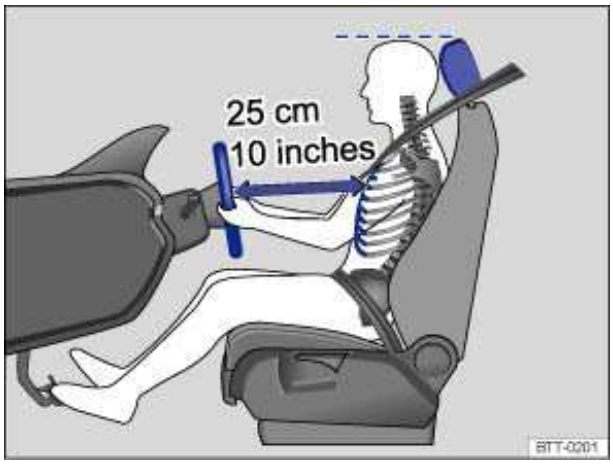
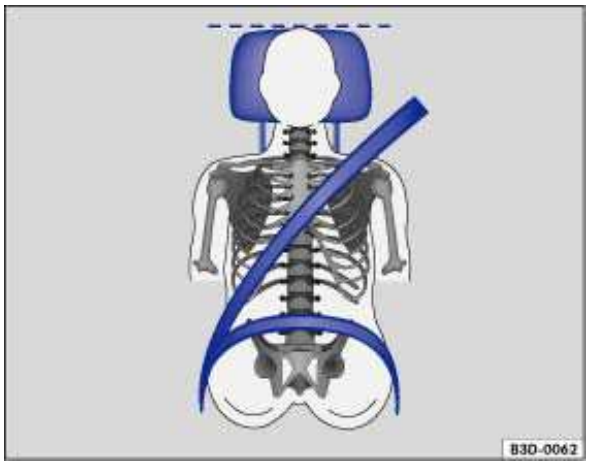

Fig. 36 The driver should never sit closer than 10 inches (25 cm) of the steering wheel.
Fig. 37 Proper safety belt positioning and head restraint adjustment.
Position the back of your head as close as possible to the head restraint ⇒ fig. 36 and ⇒ fig. 37.
- Adjust the steering wheel so that there are at least 10 inches (25 cm) between the steering wheel and your breast bone ⇒fig. 36. When adjusting the proper distance to the steering wheel, grasp the top of the steering wheel with your elbows slightly bent.